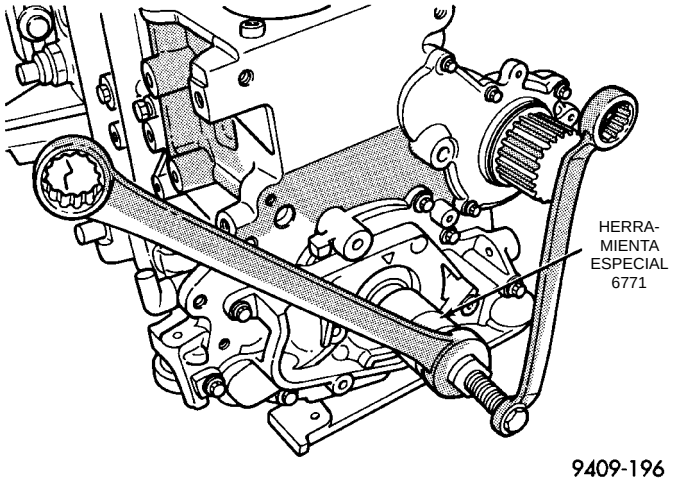

Fig. 58 Junta de aceite delantera del cigüeñal—Desmontaje
(4) Utilice la Herramienta 6771 para retirar la junta de aceite delantera del cigüeñal (Fig. 58). No dañe la superficie de contacto de la junta en el cigüeñal.